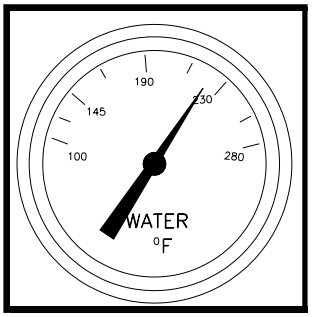

Figure 5-5: Temperature Gauge
4. With vacuum sealed and the cleaning wand not spraying, allow system to heat up until the green water bypass light on the face panel illuminates. Depressing wand trigger for a couple seconds at a time during this procedure will allow the temperature to rise more quickly. After a few seconds, the temperature will rise and then will decrease until the green light extinguishes. This light will go on and off indicating proper heat-divert system operation. Depending on incoming water temperature and other factors, the system may not stop diverting until you use some water from the wand. The system will not provide a high volume of hot water until all components are fully heated. Holding the valve open and watching the temperature gauge at this time is meaningless *(Refer to Fig. 5-5)*. Under long periods of no flow conditions, the diverter light may come on momentarily. This indicates that the machine has gone into divert mode to control the water temperature. This is normal and is a designed feature.